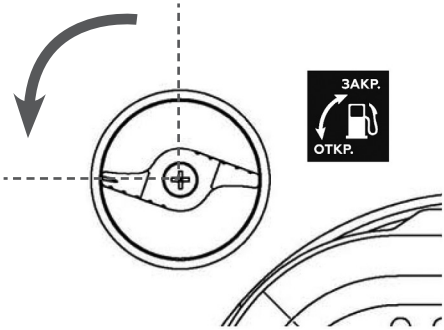

Рис. 36 Рычаг топливного крана
3. Откройте топливный кран. Для этого поверните рычаг топливного крана против часовой стрелки (влево) на 90° (Рис. 36).